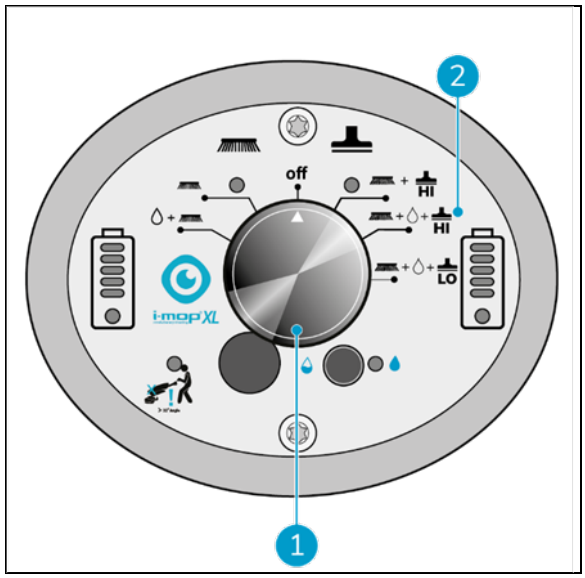

Figur 24
4. Velg børste, rengjøringsmiddel og vakuummodus på kontrollpanelet. (Figur 24, pos2)